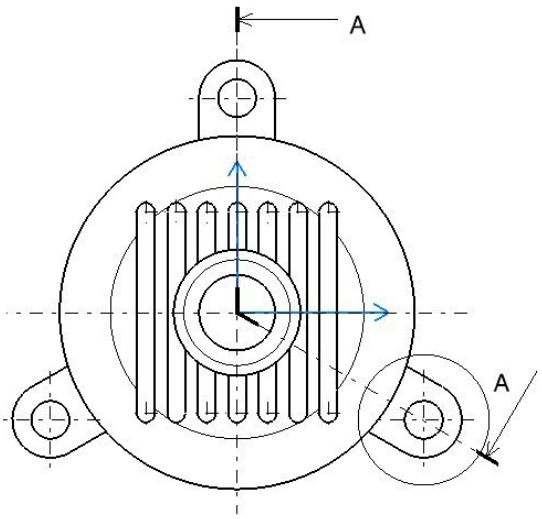

Figure 13-52 *Sketch for the detail view*
g. Generate the detail view, refer to Figures 13-52 and 13-53.
2. Draw a circle, as shown in Figure 13-52.